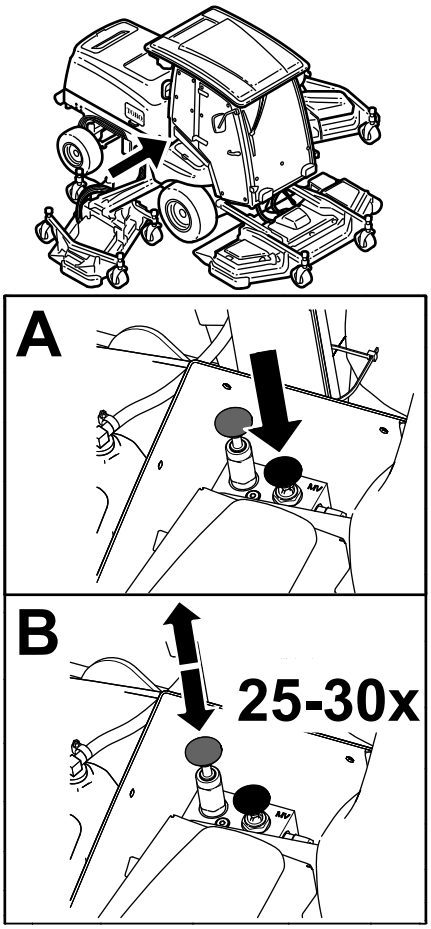

Figuur 70
1. Omloopklep (2)
4. Stel de automatische parkeerrem handmatig vrij met de omleidingsklep en de plunjer; zie Figuur 70.